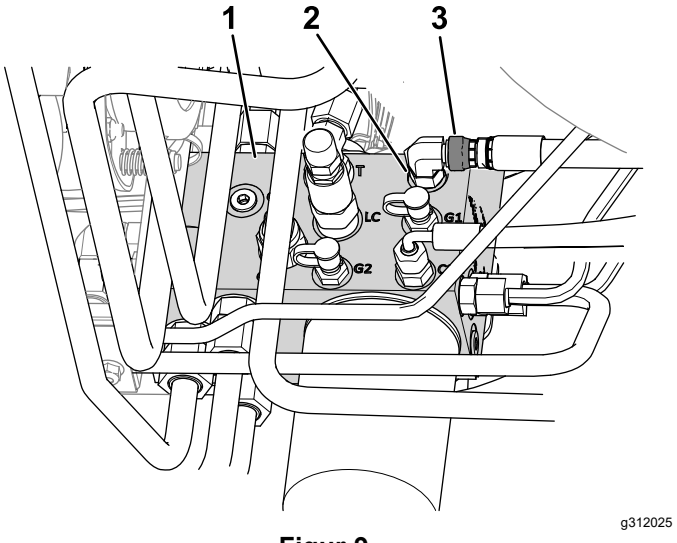

Figur 9
B. Lossa slangens löpmutter som är ansluten till port C1 på hydraulförgreningsröret (Figur 9).
E. Dra åt slangens löpmutter på porten C1 (Figur 9) till 41 N·m.